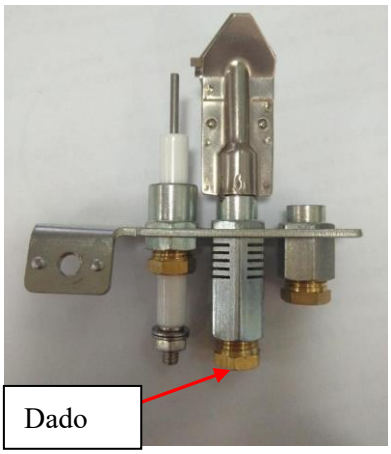
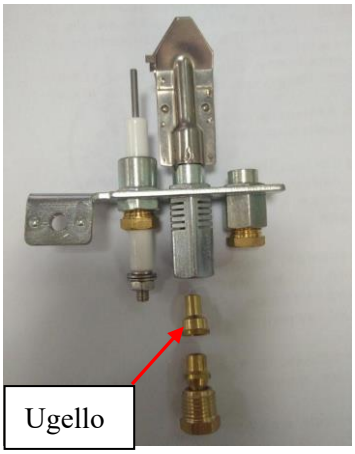

Fig.6
Fig.7
1、In caso di cambiamento di tipo di gas, prima di tutto, si prega di rimuovere il dado(alla parte superiore di pilota, vedere Fig.6), Poi sostituire l'ugello di pilota(Fig.7). E adesso riavvitare il dado.